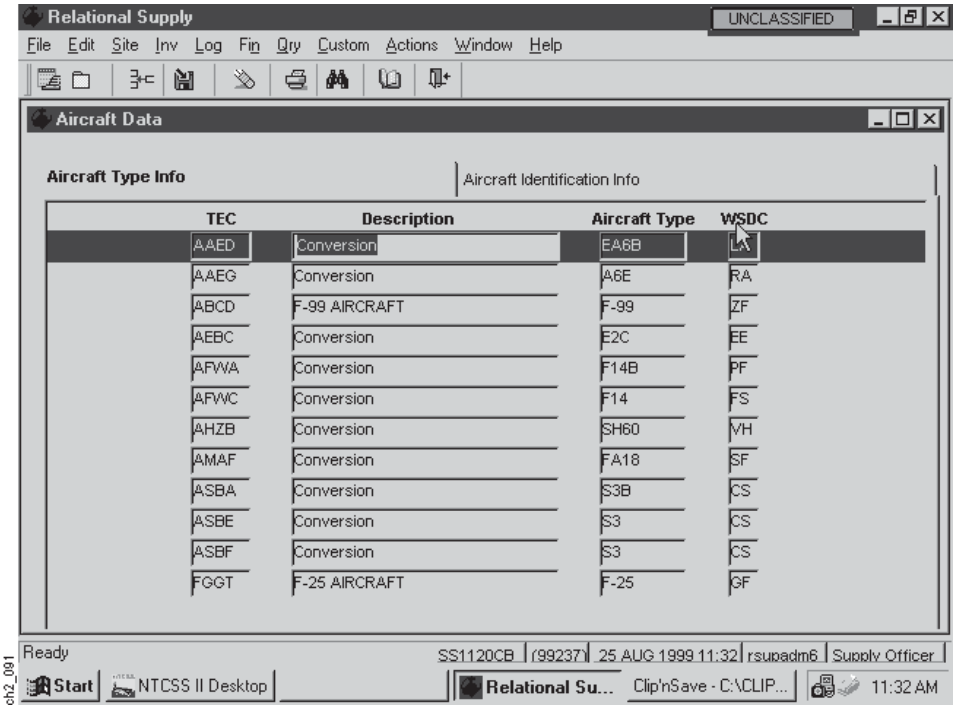

Figure 2-112
(1) Step 1. On the Aircraft Data Screen above (Figure 2-112), ensure the Aircraft Type Info Option (tab) is enabled or select it to do so. The values that appear on the screen are those that are currently on file.
(2) Step 2. Review the data on the screen and modify as necessary.